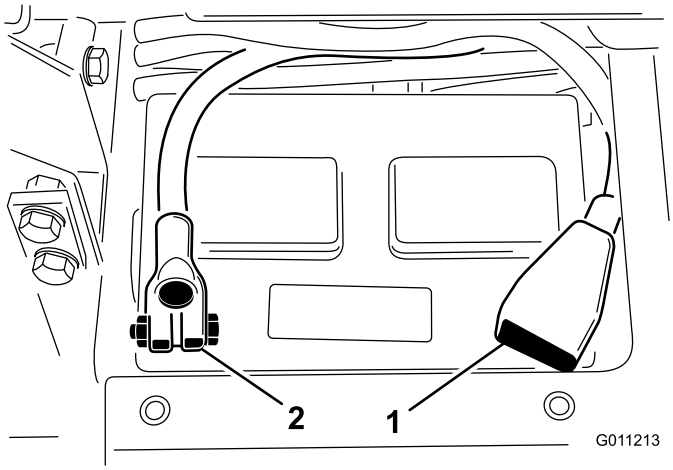

Figur 5
8. Anslut den röda pluskabeln till plusanslutningen (+) och den svarta minuskabeln till minusanslutningen (–) på batteriet, och fäst kablarna med bultar och muttrar (Figur 5). Se till att plusanslutningen (+) går ända upp till polen och att kabeln sitter tätt emot batteriet. Kabeln får inte vidröra batterilocket.